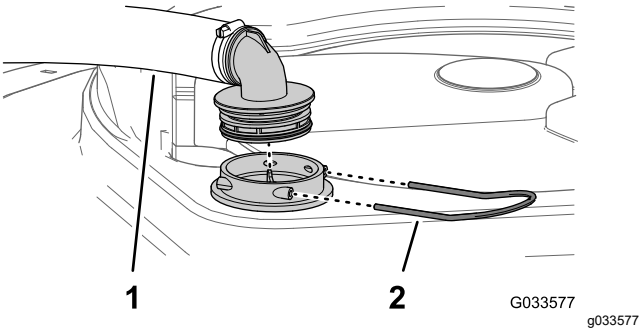

Figur 29
2. Ta bort hållaren som fäster slangnippeln på den stora slangen och filterkåpan på tankens ovansida (Figur 29).
3. Ta bort slangen och slangnippeln från filterkåpan (Figur 29).